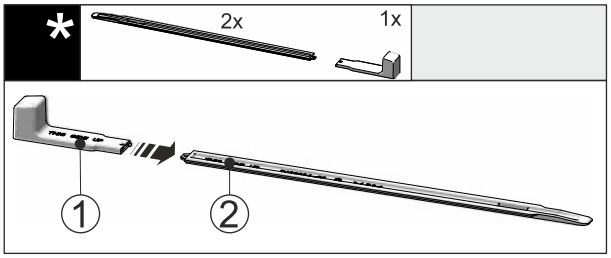

Fig. 50
▶ Montagegriff *Fig. 50 (1)* an die Nivellierschiene *Fig. 50 (2)* stecken.